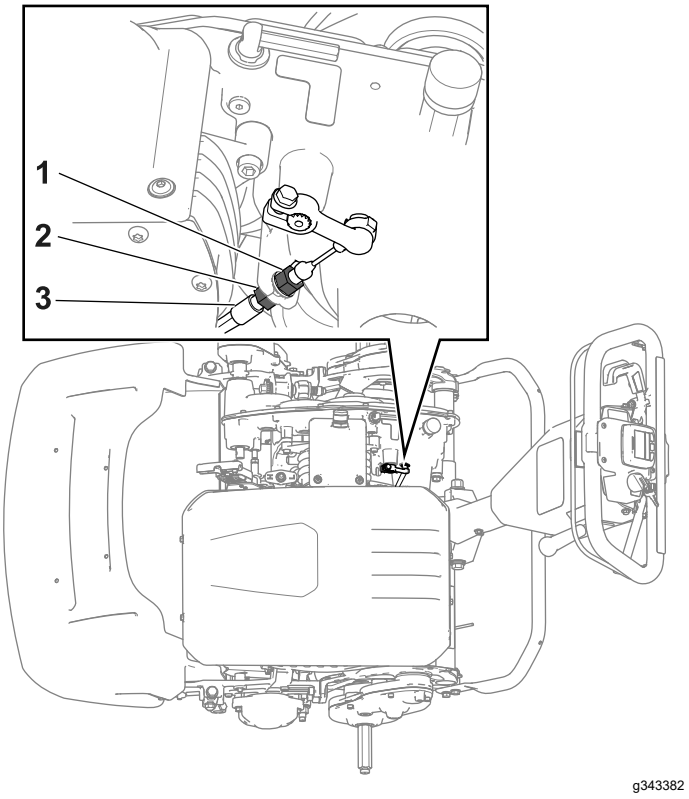

Rysunek 35
- Aby zwiększyć naprężenie linki, poluzuj przeciwnakrętkę przedniej linki i dokręć tylną przeciwnakrętkę (Rysunek 35).
- Aby zmniejszyć naprężenie linki, poluzuj tylną przeciwnakrętkę i dokręć przeciwnakrętkę przedniej linki (Rysunek 35). W razie potrzeby powtórz krok 2 i wyreguluj naprężenie.